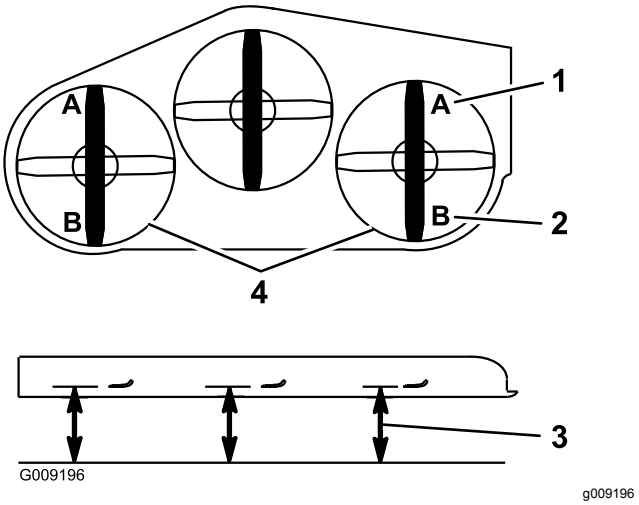

Figur 96
9. Mät från den plana ytan till den främre knivspetsen på däckets båda sidor (position A) enligt Figur 96.
16. Mät från den plana ytan till den bakre knivspetsen på däckets båda sidor (position B) enligt Figur 96.